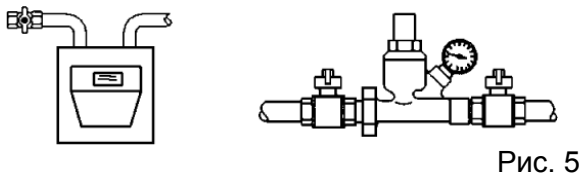

Рис. 5.1
- Закройте вентили на газопроводе и на водопроводе (рис. 5.1);